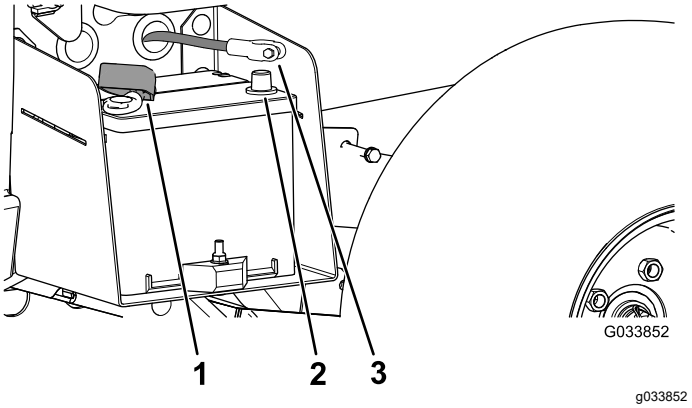

Figur 5
3. Slut det positive batterikabel (rødt) til pluspolen (+) på batteriet, og fastgør kablet med bolte og møtrikker (Figur 5).